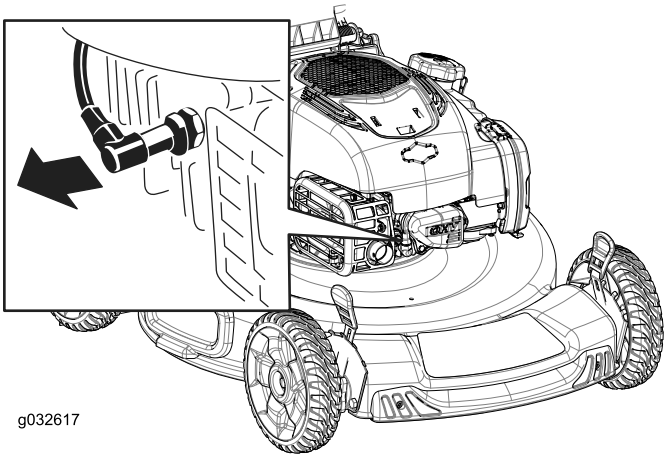

Figura 30
2. Desconecte el cable de la bujía (Figura 30).